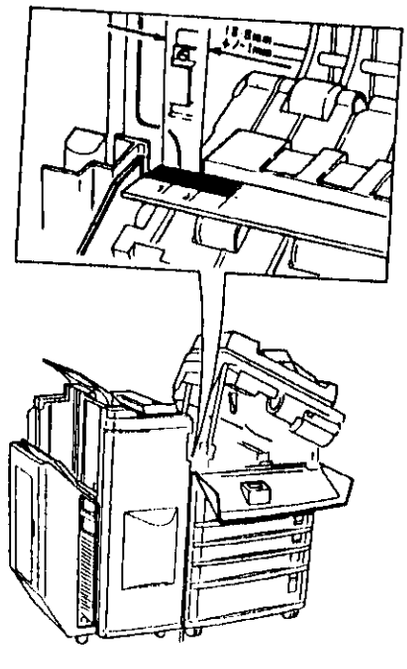

Рисунок 5. Проверка направляющей ввода.
2. (Рисунок 5) Откройте процессор. Поднимите верхнюю направляющую транспортера. Проверьте положение нижней направляющей транспортера. При правильной фиксации зазор между внешней поверхностью нижней направляющей транспортера и внутренней поверхностью корпуса узла вывода из фьюзера должен быть равен 13,5 мм ± 1 мм.